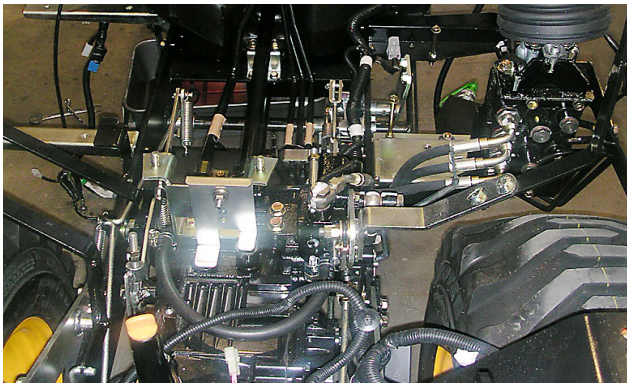

Fig. 2
* Fig. 2 shows a full view taken from the rear of the transmission before repair.